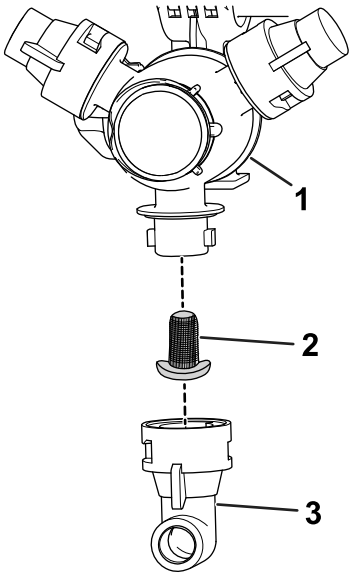

Figura 110
2. Retire o bico da cabeça de pulverização (Figura 110).
3. Retire o filtro do bico antigo (Figura 110).
4. Instale o novo filtro do bico (Figura 110).
5. Instale o bico na cabeça de pulverização (Figura 110).